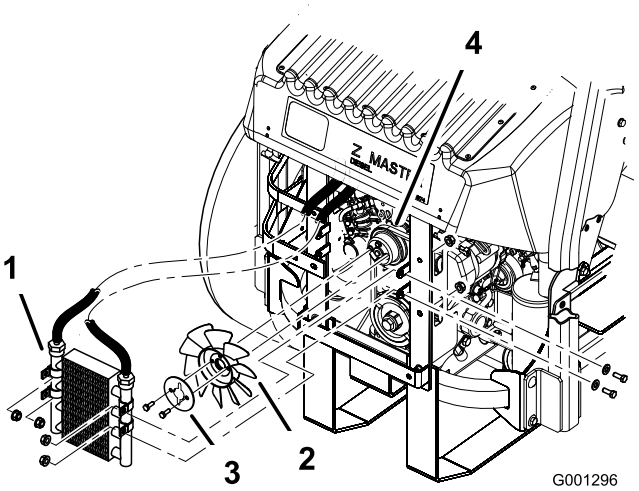

Figuur 57
5. Verwijder de 4 bouten waarmee de oliekoeler vastzit en leg de oliekoeler opzij (Figuur 57).
6. Verwijder de 2 bouten waarmee de ventilator en de ventilatorplaat zijn bevestigd aan de machine (Figuur 57).
10. Monteer de ventilator en de ventilatorplaat op de machine met de 2 bouten die u eerder hebt verwijderd (Figuur 57).
11. Monteer de oliekoeler met de 4 bouten die u eerder hebt verwijderd (Figuur 57).